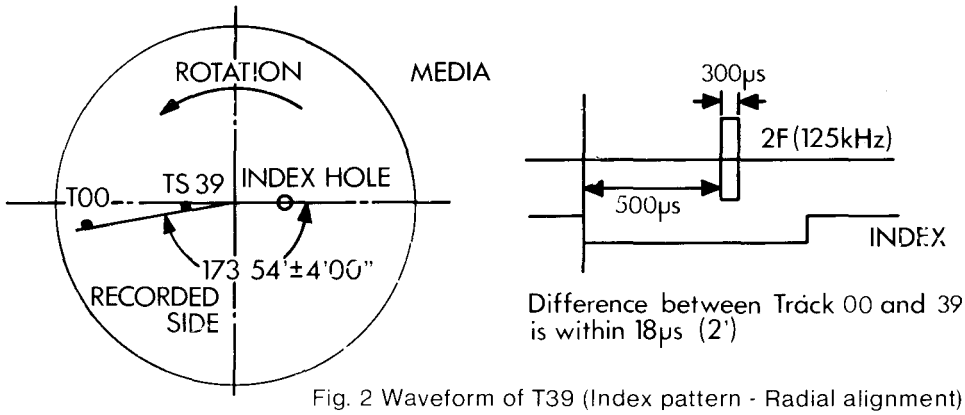

Fig. 2 Waveform of T39 (Index pattern - Radial alignment)
2. Adjustment of the index burst by use of Track 39 (Fig. 2).	○
4) Adjust OO Sensor (8 on Fig. 6) so that scope shows correct difference as Fig. 2.